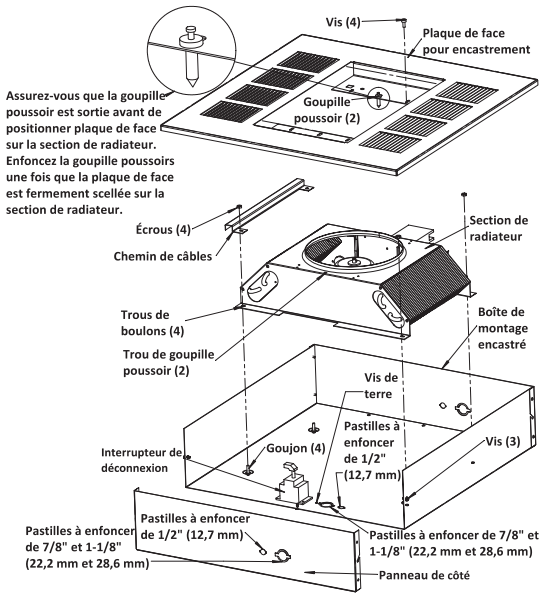

Figure 3
1. Enlevez le boîtier de montage encastré (Figure 3) du carton contenant l'enceinte de montage encastré, de type REA.
2. Enfoncez l'une des pastilles et installez-y un serre-câble ou serre-conduit (Figure 3).
3. Retirez l'une des ouvertures amovibles à proximité de la vis de terre et installez un connecteur de câble ou de conduit (Figure 3)
4. Installez l'interrupteur de coupure optionnel (si nécessaire) comme c'est montré en Figure 3.
8. Positionnez la section de radiateur par-dessus les goujons du boîtier de montage encastré (Figure 3).
9. Poussez la section chauffante sur les goujons et serrez fermementles deux écrous (fournis) sur les goujons pour fixer la moitié de la section chauffante opposée aux fils gainés au boîtier de montage encastré. Poussez la conduite sur les goujons en vous assurant que les fils gainés sont dans la conduite, puis serrez fermement les deux écrous (fournis) sur les goujons pour fixer la conduite et l'autre moitié de l'appareil de chauffage au boîtier de montage encastré (Figure 3).
10. Enlevez la plaque de montage encastré (Figure 3) du carton contenant l'enceinte de montage encastré, de type REA.
REMARQUE : Assurez-vous que la goupille poussoir dans chaque extrémité de la grille de soufflage est tirée en position sortie pour permettre aux corps de goupille de bien entrer dans les trous de la section de radiateur (Figure 3).
13. Installez et serrez bien quatre vis (fournies) pour retenir la plaque de face pour encastrement avec la section de radiateur (Figure 3).